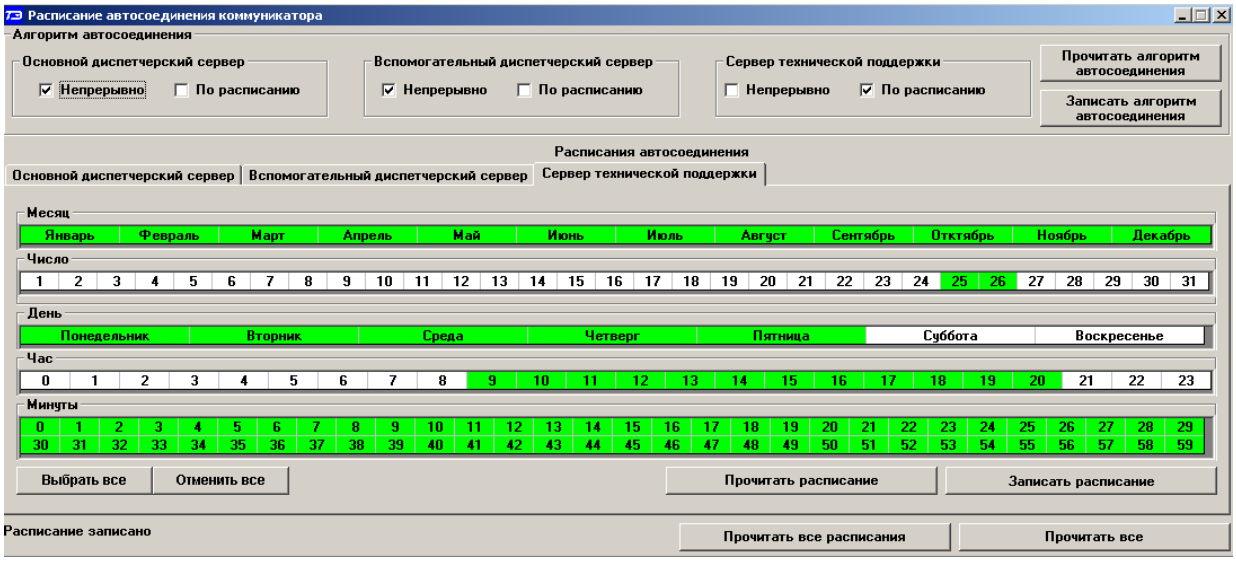

Рисунок 11 – Форма «Расписание автосоединения коммуникатора»
- «Расписание автосоединения коммуникатора» (рисунок 11);
Параметр «Таймаут автосоединения» определяет период времени, с которым коммуникатор будет пытаться устанавливать исходящие соединения с удаленными компьютерами при условии, что разрешен режим непрерывного автосоединения посредством формы «Расписание автосоединения коммуникатора» (рисунок 11). Если параметр не установлен, то исходящие соединения возможны только по расписанию автосоединения, или по интерфейсному запросу через RS-485.